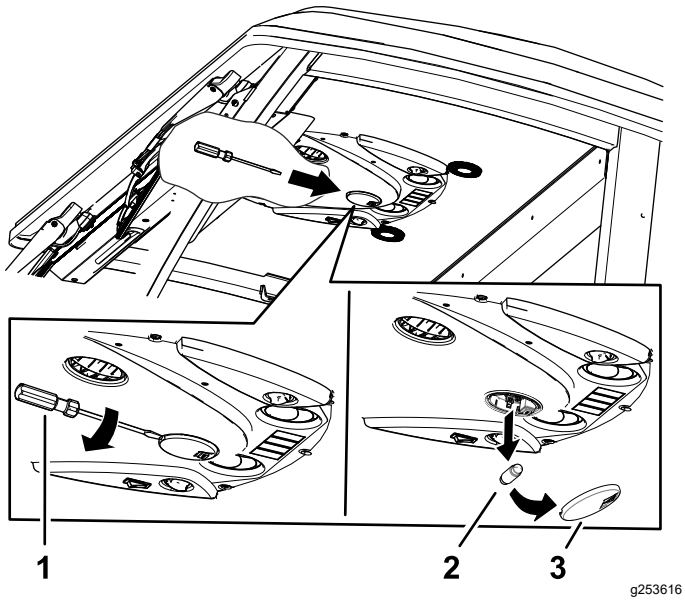

**Figura 85**
1. Rimuovete il vetro della luce dal quadro di comando con un cacciavite (Figura 85).
2. Rimuovete la lampadina dalla base della luce (Figura 85).